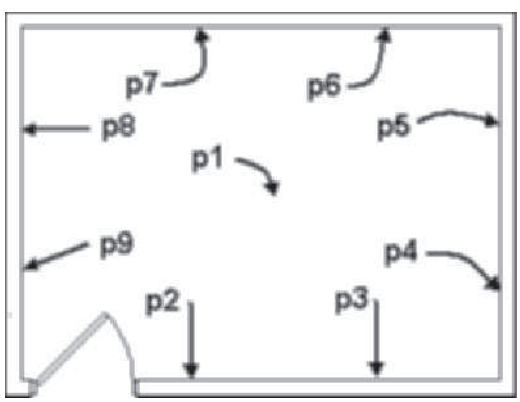

FIGURE 10.19 *Locations of receptacles*
`Insert point or:` *(Select the location for the diffuser near* `p1` *as shown in Figure 10.19.)*
11. To complete the tutorial, choose **Design Tool Catalog—Imperial [Design Tool Catalog—Metric]**, expand the **Electrical\Power\Receptacle [Electrical Services > Power Outlets]** folder, and drag the i-drop for the **Duplex Recpt [BS1363 Socket – Any Type]** symbol onto the Electrical tool palette. Select the **Duplex Recpt [BS1363 Socket – Any Type]** symbol from the Electrical tool palette. Edit Specify rotation on screen to **Yes** and add the symbol at points **p2** to **p9** as shown in Figure 10.19.